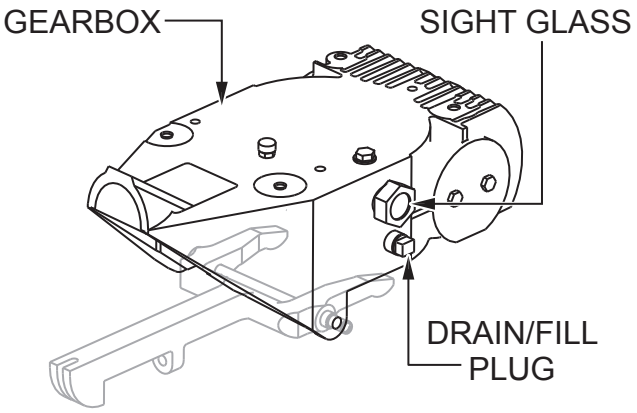

Figure 26. Gearbox Oil
1. Look at the sight glass on the side of the gearbox (Figure 26) to determine if gearbox oil is low. The correct oil level is to the halfway point on the sight glass.
2. If gearbox oil is low, remove the drain/fill plug (Figure 26) and fill with Chevron Cetus® HiPerSYN 460 synthetic gear oil until the correct oil level is reached. Refer to Table 1 or Table 2 for the correct oil type. Replace the drain/fill plug when finished.